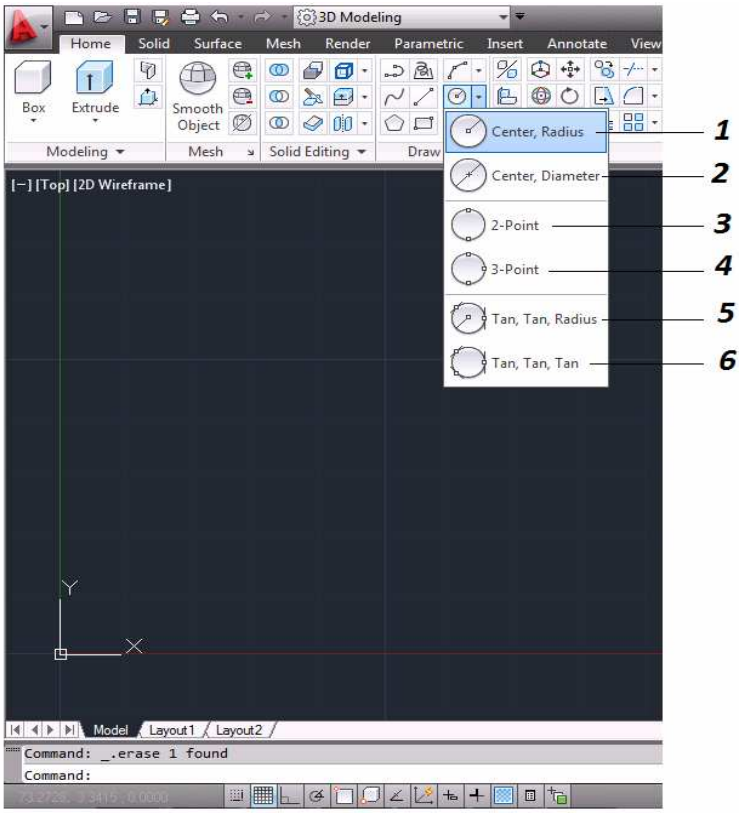

Figura 3.18 Creación de Entidades "Circulo"
1. **CENTRO, RADIO – CENTER, RADIUS:** Se crea un círculo, primero definiendo el centro del mismo después se introduce el radio deseado y damos enter *(figura 3.18)*.
2. **CENTRO, DIAMETRO – CENTER, DIAMETER:** se ejecuta la secuencia anterior solo que en esta ocasión cambiamos el radio por el diámetro deseado *(figura 3.18)*.
3. **2 PUNTOS – 2 POINT:** Se selecciona la primera coordenada, enseguida la siguiente coordenada la cual se asumirá como diámetro *(figura 3.18)*.
4. **3 PUNTOS – 3 POINTS:** Se inserta la coordenada de una tangente, enseguida una segunda tangente y finalmente un tercer tangente, quedara inscrito en 3 coordenadas excepto si estas fueron dadas en forma colineal *(figura 3.18)*.
5. **TAN, TAN, RADIO – TAN, TAN, RADIUS:** 1ª coordenada tangente, 2ª coordenada tangente y por ultimo el valor del radio el cual el programa calcula la ubicación mas cercana *(figura 3.18)*.
6. **TAN, TAN, TAN:** Igual a la secuencia anterior solo que ahora se tendra una tercer tangente en lugar de un radio, este quedara inscrito entre estas tres coordenadas *(figura 3.18)*.